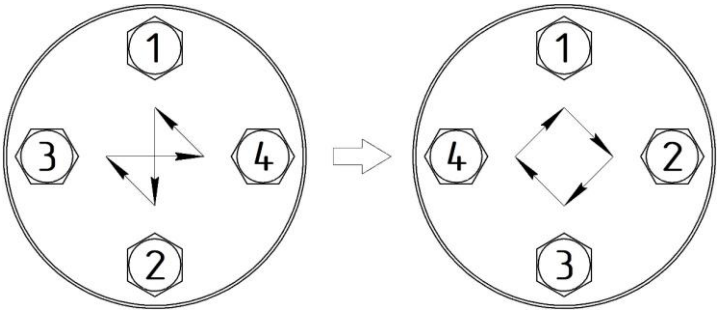

Рисунок 8.1 – Схема затяжки гаек фланцевого соединения
9) Затяните гайки ⑤ с моментом затяжки, не превышающим величины, указанной в таблице 2.1.
- Затяжку гаек фланцевого соединения следует выполнять равномерно в 3…4 подхода в последовательности «крест-накрест» (см. рис. 8.1). В качестве последней операции рекомендуем затяжку по кругу.